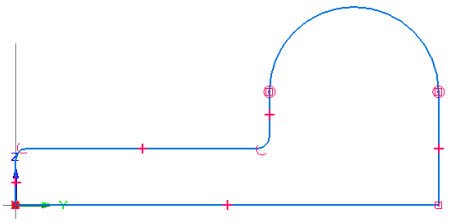

Figure 2-55 *Fillets created in the model*
4. Similarly, move the cursor over the corner where the upper horizontal line intersects the vertical line originating from the left endpoint of the arc. Now, click to select this corner; a fillet is created at this corner. Figure 2-55 shows the fillets created in the model.